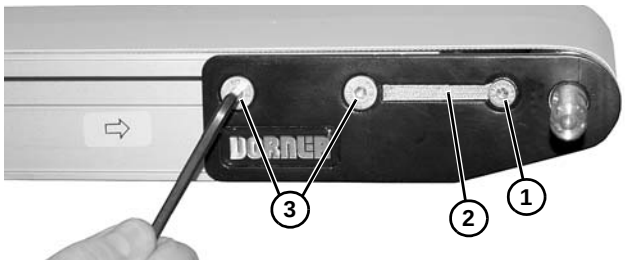

Figure 60
2. Sur un côté du convoyeur, retirer la vis **(Figure 60, élément 1)** et retirer le couvercle antipoussière **(Figure 60, élément 2)**, s'il y en a un.
3. Retirer les deux vis de fixation **(Figure 60, élément 3)**.